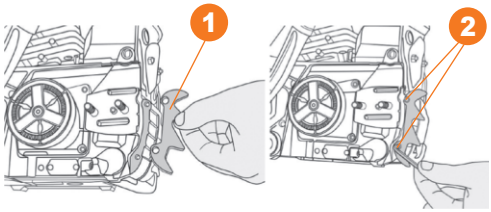

Рис. 3
- Установите зубчатый упор ❶ на установочную площадку и закрепите его винтами ❷ из комплекта поставки (Рис. 3).